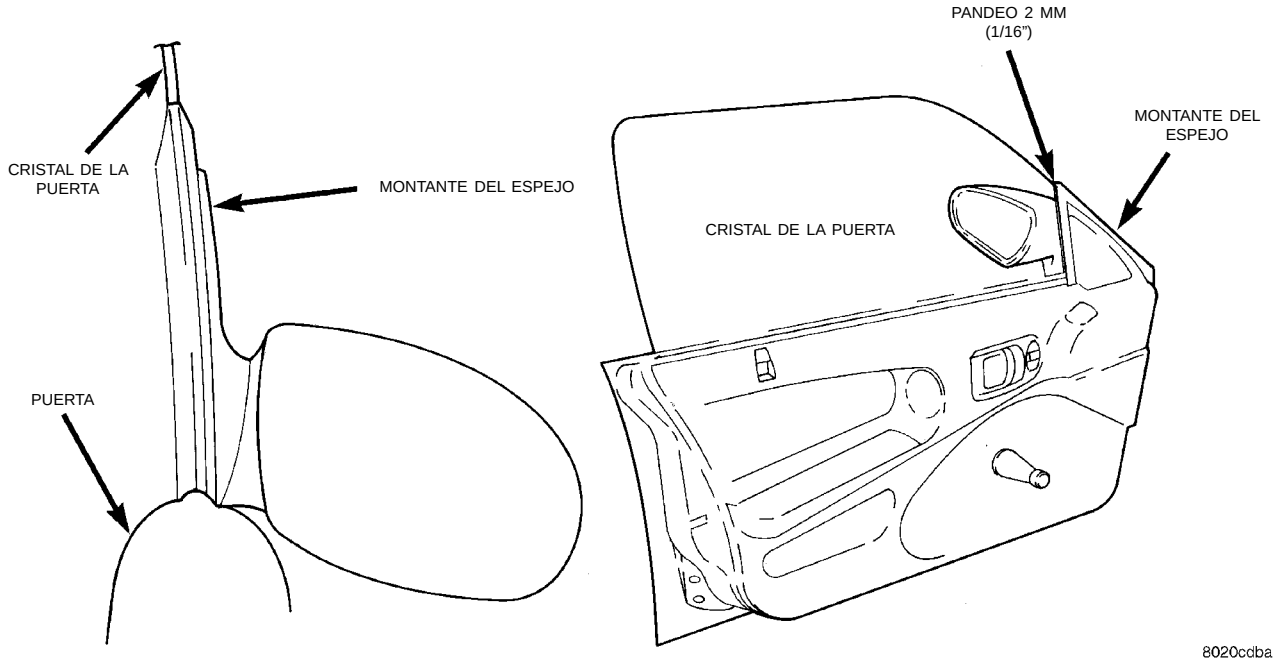

Fig. 87 Posición del cristal delantero/trasero
(6) Baje el cristal de la puerta hasta la posición de totalmente abajo y apriete el dispositivo de fijación del cristal restante.
(7) Levante el cristal hasta la parte superior del recorrido y verifique el posicionamiento. (Fig. 87)